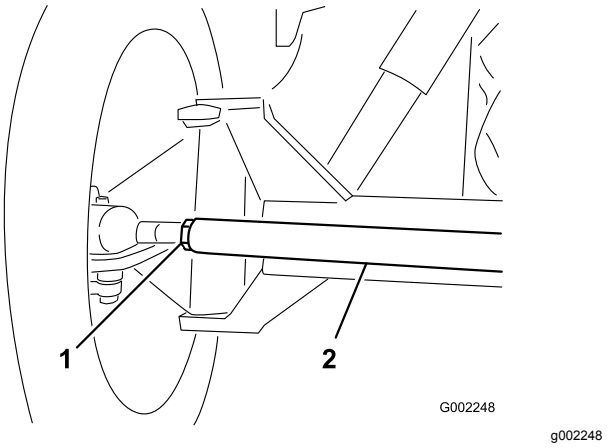

Рисунок 84
3. Если измеренное значение выходит за пределы заданного диапазона, ослабьте контргайки с обоих концов тяг (Рисунок 84).